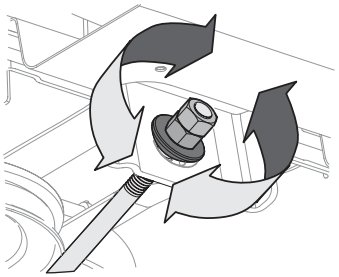

Fig. 41
4. Para **elevarel** frente de la plataforma, afloje la tuerca exterior y luego apriete (rosca hacia adentro) la tuerca contra el soporte de suspensión delantera (Fig. 41 en la página 68). Cuando se logre el torque correcto, vuelva a apretar la tuerca exterior hasta 25-30 pies-libras (34-41 N-m).
5. Para **bajar** el frente de la plataforma, afloje la tuerca exterior y luego afloje (rosca hacia afuera) la tuerca interior, alejándola del soporte de suspensión delantera (Fig. 41). Cuando se logre el ajuste correcto, vuelva a apretar la tuerca exterior.